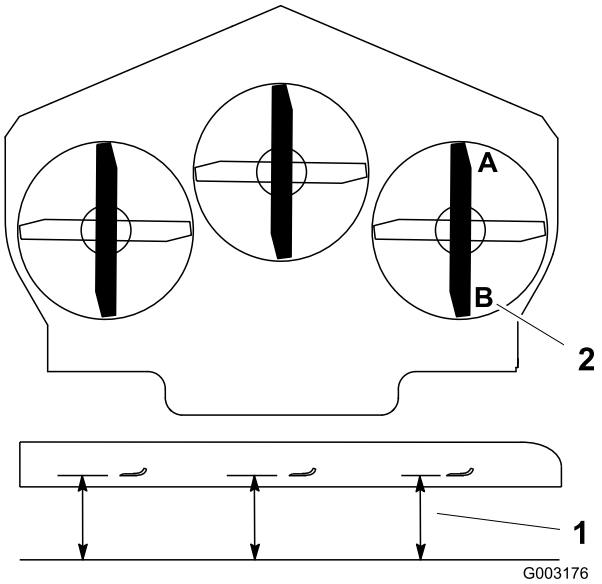

Figur 77
1. Placer højre kniv på langs (Figur 77).
2. Mål den højre kniv ved punktet **A** fra en plan overflade til knivspidsens skarpe kant (Figur 77).
4. Mål den højre kniv ved punktet **B** fra en plan overflade til knivspidsens skarpe kant (Figur 77).
6. Plæneklipperens skærekniv skal være 6 til 10 mm lavere ved punkt **A** end ved punkt **B** (Figur 77). Hvis det ikke er korrekt, skal du gøre følgende: